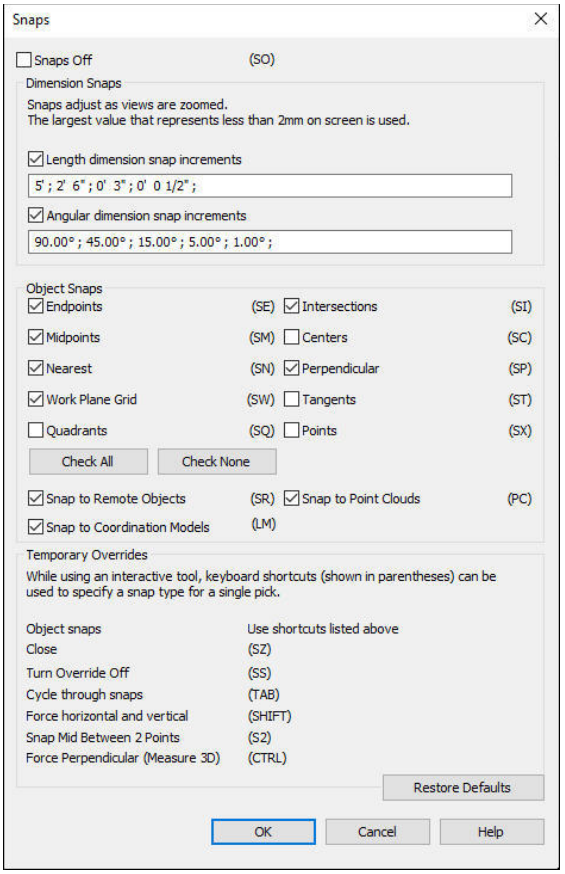

Figure 2-34 *The* ***Snaps*** *dialog box*
1. Choose the **Snaps** tool from the **Settings** panel of the **Manage** tab; the **Snaps** dialog box is displayed, as shown in Figure 2-34.
Figure 2-34 shows the value entered for length snaps increment.
4. In the **Object Snaps** area, clear the **Quadrants**, **Centers**, **Tangents**, and **Points** check boxes to disable them. Leave rest of the check boxes enabled, refer to Figure 2-34. Choose the **OK** button to apply settings and to close the **Snaps** dialog box.